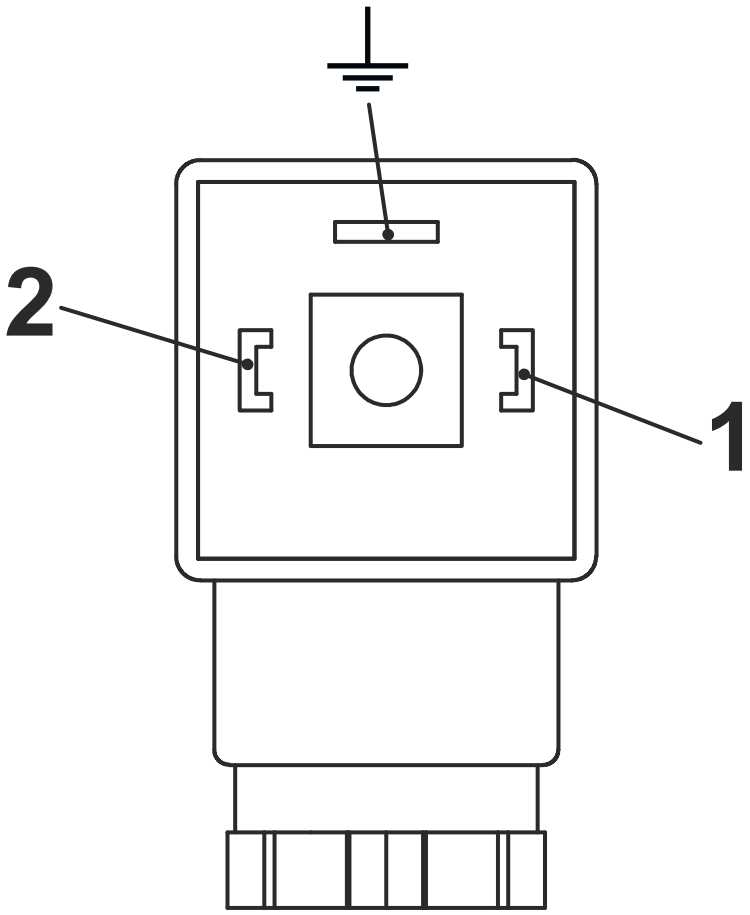
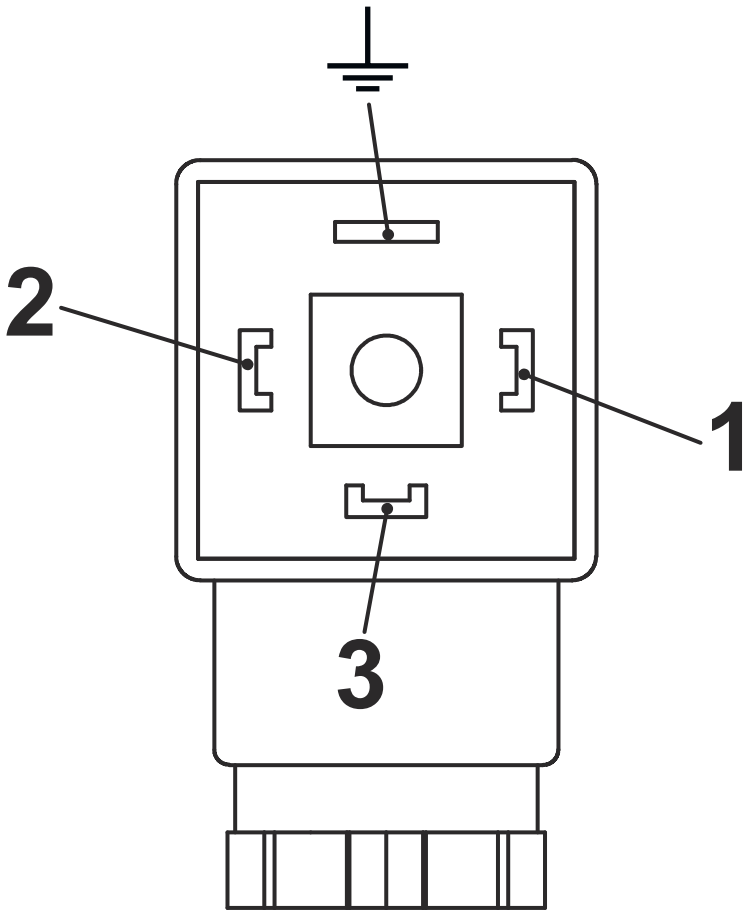

Abb. 30: Pin-Belegung Steckerdose Schließer (Form 30x70)
Abb. 31: Pin-Belegung Steckerdose Wechsler (Form 30x70)
6. Anschluss gemäß den Anschlussbildern (*Abb. 30* und *Abb. 31*) vornehmen